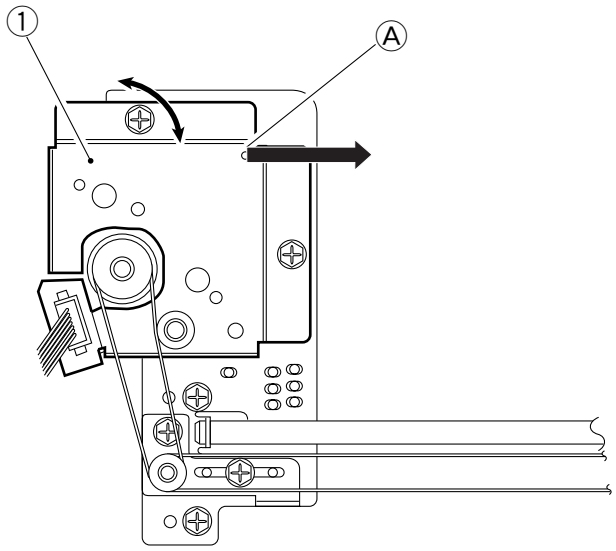

Figure 11-220
Move the lens motor support ① and fit it in place so that the reading of the spring gauge is 1000 ± 50g when motor support ① is pulled with a spring gauge in the direction of the arrow at the point Ⓐ indicated in Figure 11-220.